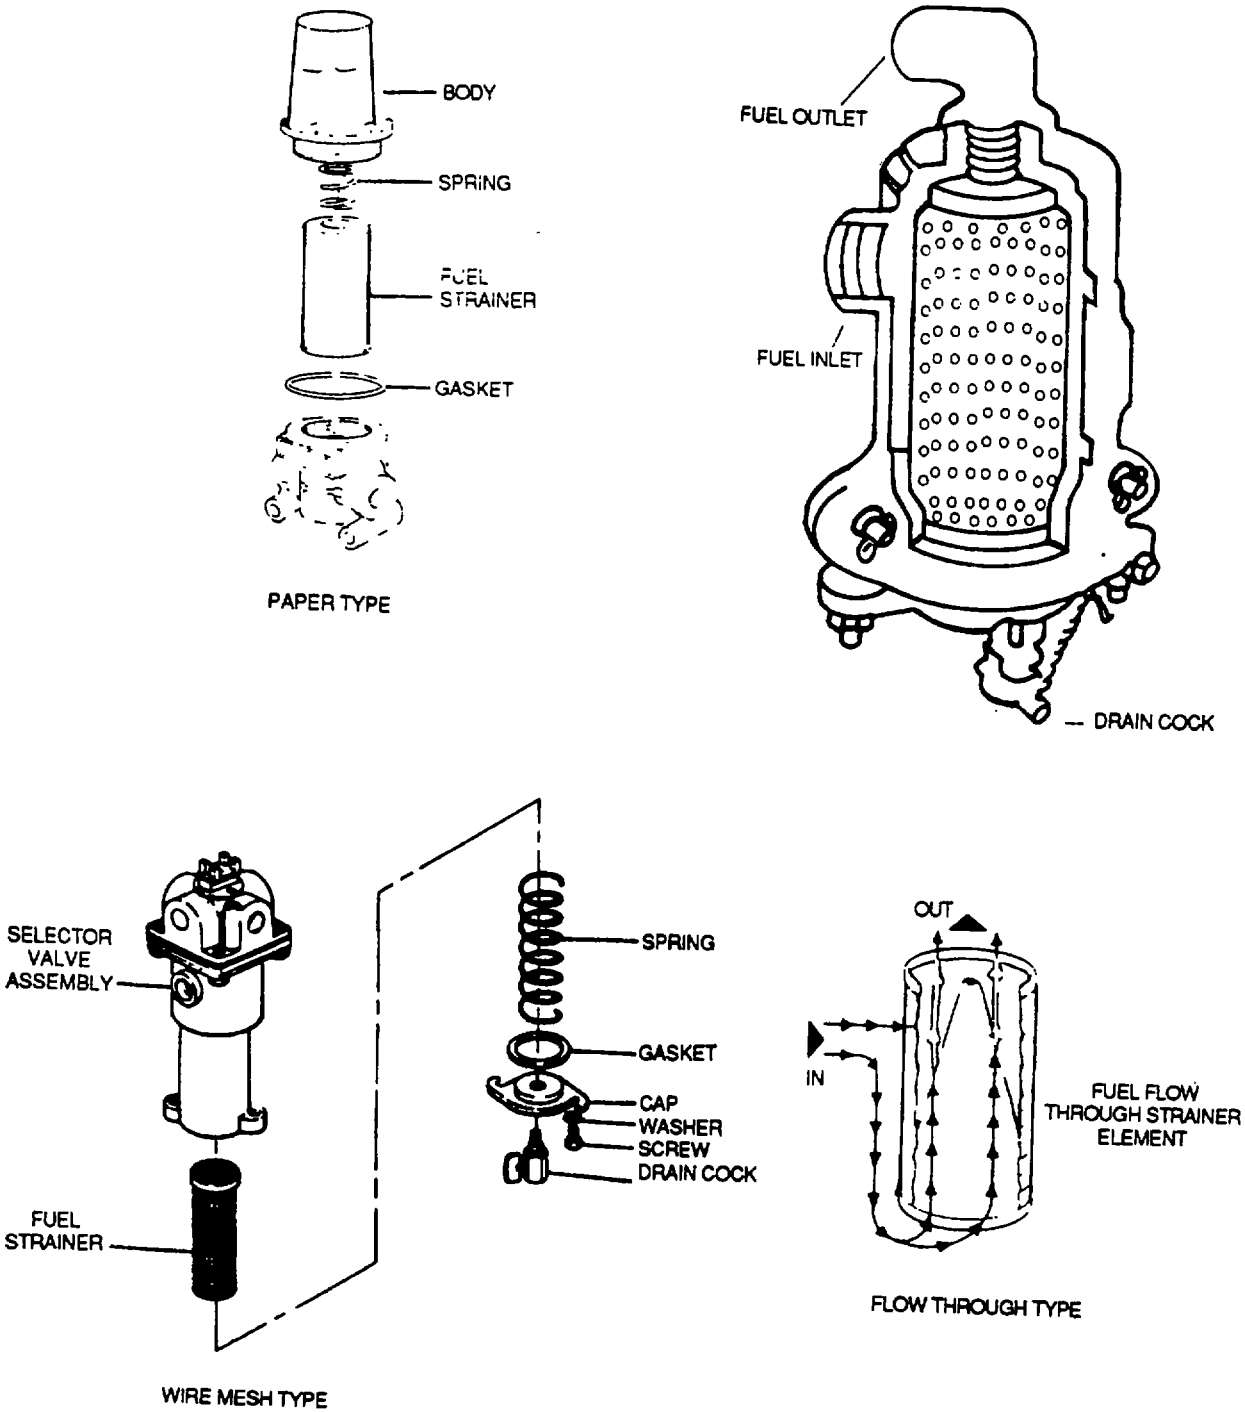

Figure 2-6. Fuel Strainers
(1) Types. Fuel tank, fuel sump, and carburetor/fuel metering strainers are the types explained below. Various types are also shown in figure 2-6.